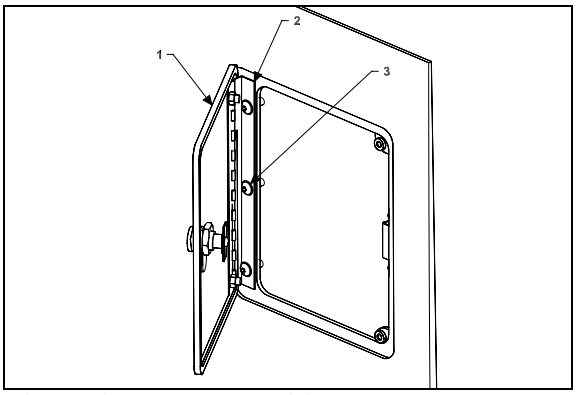

FIGURE 79: FUEL FILLER DOOR 1875003D
1. Open the fuel filler door (1, Figure 79).
2. Loosen the screws (3,Figure 79) holding the panel to hinge (2,Figure 79) assembly.